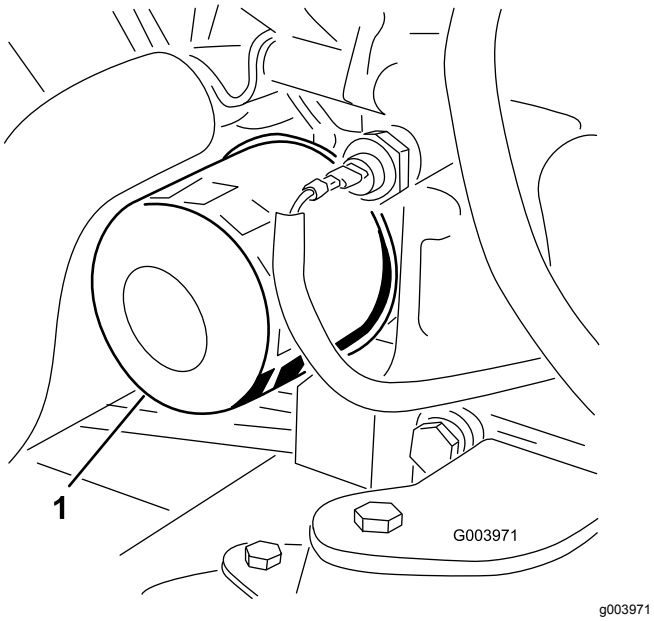

Figure 54
3. Déposez le filtre à huile (Figure 54).